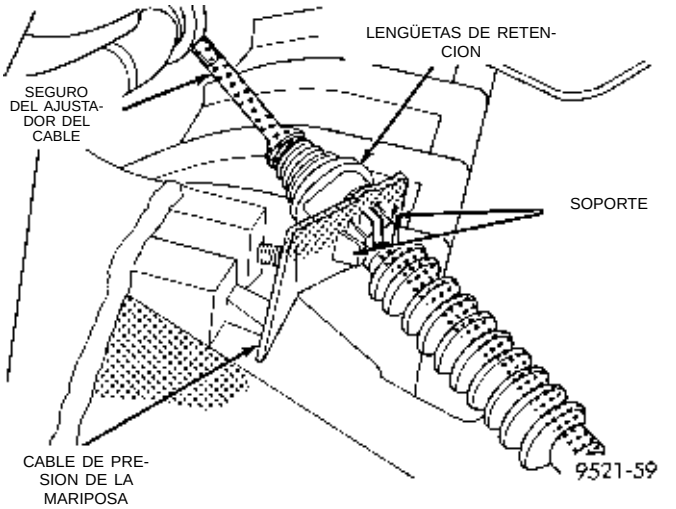

Fig. 18 Soporte del cable de presión de la mariposa del acelerador
(2) Apriete hacia adentro las lengüetas de retención del soporte de instalación (Fig. 18). Retire el cable del soporte.
(1) Realice el ajuste del cable de presión de la mariposa del acelerador con el motor a la temperatura normal de funcionamiento.
(2) Suelte el seguro de enclavamiento transversal del conjunto del cable (tire del seguro hacia arriba). Consulte (Fig. 18).
(3) Para asegurar el ajuste correcto, el cable debe poder deslizarse libremente en todo su recorrido hacia el motor, contra su tope, una vez suelto el seguro de enclavamiento transversal.
(4) Desplace la palanca de control de aceleración del transeje totalmente hacia la derecha, contra su tope interno, y presione hacia abajo el seguro de enclavamiento transversal hasta la posición de bloqueo.